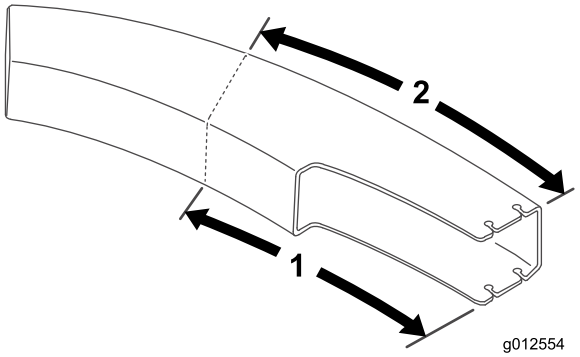

Bild 28
1. Verwenden Sie die Werte in Bild 28 und markieren Sie den Auswurfkanal mit einem Maßband.